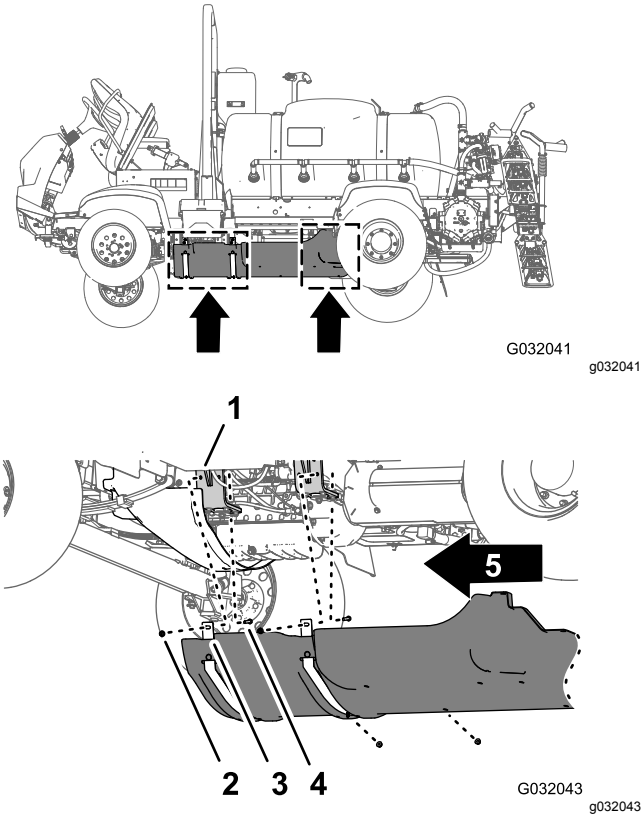

Figur 179
1. Rikta in underredshöljet mot underchassit på maskinen (Figur 179).
2. Trä stödremmarna för underredshöljet över skruvarna och vagnsskruven vid motormonteringsfästena på maskinen (Figur 179).
3. Montera underredshöljet på motormonteringsfästena och skruvarna (Figur 179) med de fyra flänslåsmuttrar (5/16 tum) som du tog bort i steg 2 i 12 Ta bort underredets höljsats (tillval) (sida 24).